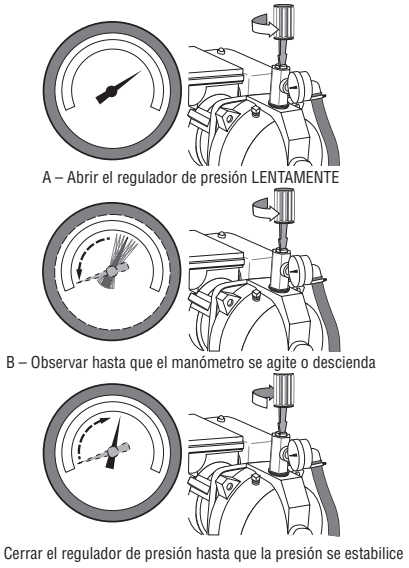

Figura 12 - Fije la válvula de control
5. Cuando la presión se haya desarrollado y estabilizado a unas 50 psi, abra lentamente la válvula de control (vea la Figura 12) y deje que la presión descienda hasta que la aguja del manómetro se comience a agitar o descienda a 0. Cuando la aguja se agite o descienda, cierre la válvula lo suficiente como para detener la agitación o llevar la aguja nuevamente a una presión estable. (vea la Figura 12). Ahora su bomba está operando en su punto más eficiente.